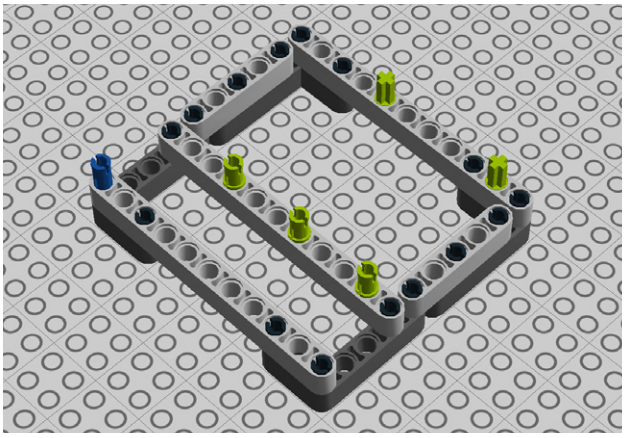

Figure 9-86. *Step 81: Inserting pegs and cross connectors*
81. Add three connector pegs and two cross connectors (Figure 9-86).